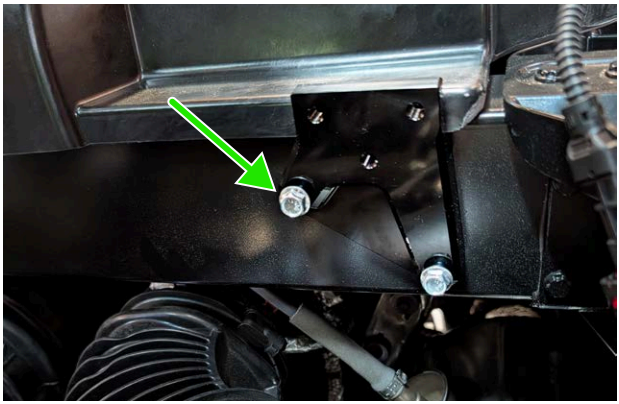

Figure 7 - Adapter Bracket Installed
1. Secure the adapter bracket to the rear firewall using the two included M6 x 30mm hex flange screws, as shown in **Figure 7**.